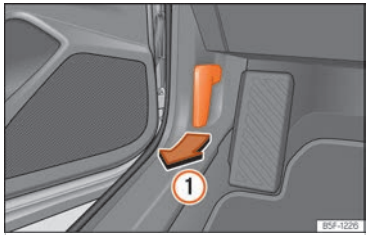

Fig. 219 Palanca de desbloqueig a l'espai reposapeus del conductor.
- Obriu la porta i estireu la palanca que hi ha sota del tauler d'instruments ››› **fig. 219** ①.